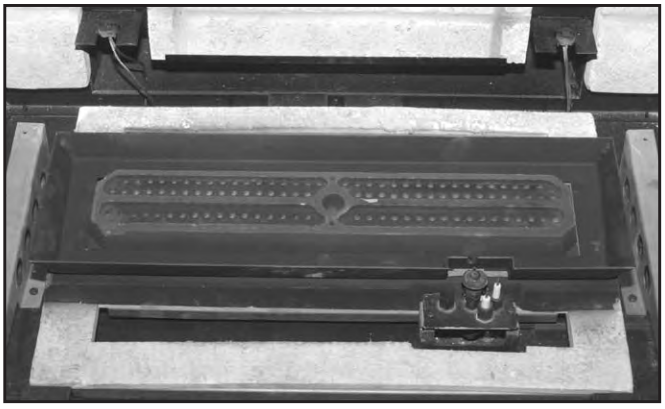

Figure 86: Glass Tray over Burner.
3. Place the glass tray over top of the burner top as shown in Figure 86. It simply rests over the top section of the burner.